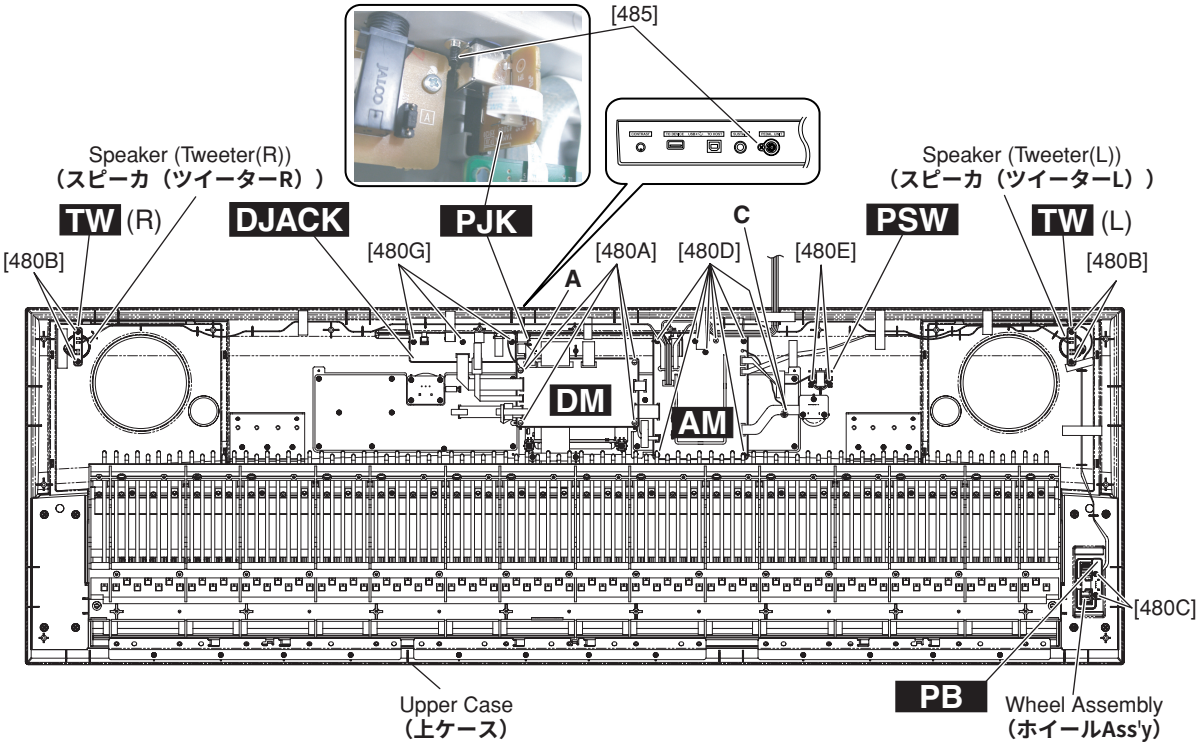

Fig.4（図4）
The DM circuit board can then be removed. (Fig.4)
* ***As for the screw marked [480A] at the position of A, it is tightened together with a GND terminal. (Fig.4)***
2-2 [480A]のネジ4本を外して、DMシートを外します。(図4)
※ **Aの位置の[480A]のネジ1本は、アース端子と共締めされています。（図4）**
The TW circuit board and speaker (tweeter) can then be removed. (Fig.4)
3-2 [480B]のネジ2本を外して、TWシートとスピーカ(ツイーター)を外します。(図4)
The PB circuit board and the wheel assembly can then be removed. (Fig.4)
4-2 [480C]のネジ2本を外して、PBシートとホイールAss'yを外します。(図4)
The AM circuit board can then be removed. (Fig.4)
* ***As for the screw marked [480D] at the position of C, it is tightened together with a GND wire. (Fig.4)***
The PSW circuit board can then be removed. (Fig.4)
The DJACK circuit board can then be removed. (Fig.4)
* ***As for the screw marked [480A] at the position of A, it is tightened together with a GND wire. (Fig.4)***
The PJK circuit board can then be removed. (Fig.4)
5-2 [480D]のネジ8本を外して、AMシートを外します。（図4）
※ **Cの位置の[480D]のネジ1本は、アース端子と共締めされています。（図4）**
6-2 [480E]のネジ2本を外して、PSWシートを外します。（図4）
7-2 [480G]のネジ3本とAの位置の[480A]のネジ1本を外して、DJACKシートを外します。（図4）
8-2 [485]のネジ1本を外して、PJKシートを外します。（図4）